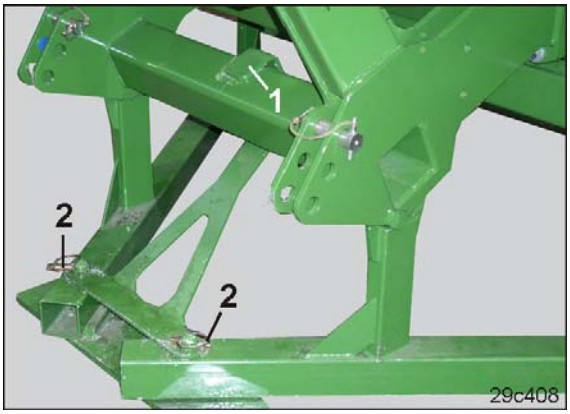

Fig. 78
3. Die Sicherungsstrebe (Fig. 78/1) am Maschinenrahmen einhängen.
4. Die Sicherungsstrebe mit zwei Klappsteckern (Fig. 78/2) befestigen.
- **Vor dem Abkuppeln vom Traktor, die Maschine mit der Sicherungsstrebe (Fig. 78/1) an der Abstellvorrichtung befestigen**
- **Maschine am Traktor ankuppeln vor dem Entfernen der Sicherungsstrebe (Fig. 78/1).**